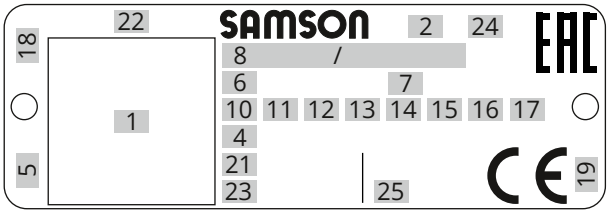

**Fig. 2:** *Inscriptions on the valve nameplate*
*Fig. 2 and the inscription table list all possible characteristics and options that may appear on a valve nameplate. Only the inscriptions relevant to the ordered Type 251GR Valve actually appear on the nameplate.*
*SAMSON recommends to include the device's serial number (item 22 on the nameplate) and/or its material number (as specified in the order confirmation) in the plant documentation for the associated tag number.*